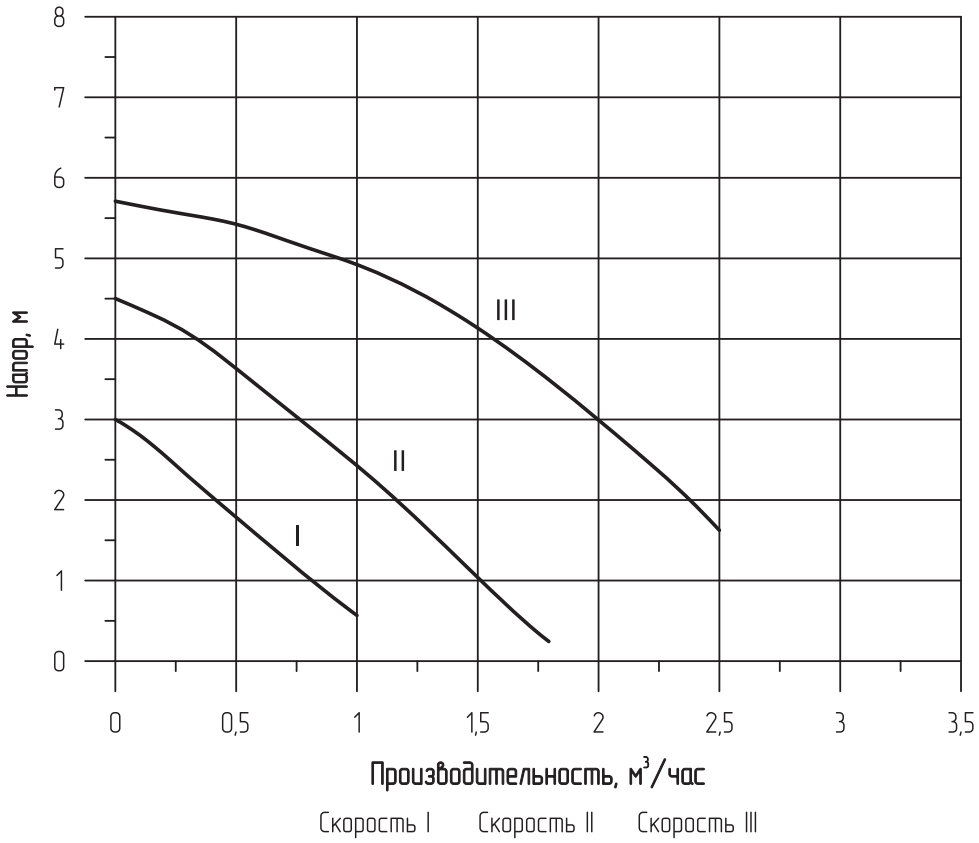

Рис. 1 Остаточный напор для циркуляционного насоса 15-60S (для котлов МК-Х V2 от 4,5 до 24 кВт)
** График остаточного напора для циркуляционного насоса показан на **Рис. 1**.